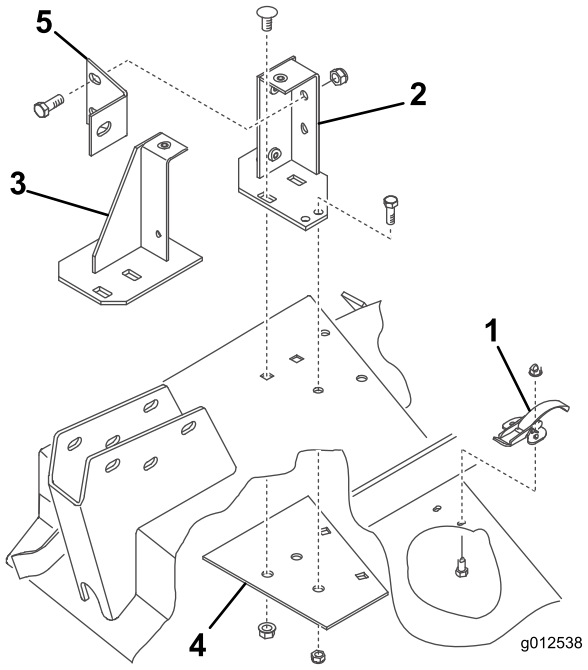

Figura 9
1. Retire las fijaciones que sujetan el cerrojo de gancho de la cubierta de la carcasa derecha a la parte derecha de la unidad de corte (Figura 9). Retire y guarde el enganche para su uso futuro con la carcasa derecha.
2. Coloque el soplador y los soportes de montaje en la carcasa, alinee los orificios de montaje con los taladros que usó anteriormente para montar el deflector de hierba. Figura 9 se muestra con el soplador retirado de los soportes. Asegúrese de que no hay holgura entre el soplador y la carcasa de corte.
3. Coloque la nueva chapa de refuerzo bajo la carcasa alineando los orificios de montaje con los taladros que usó anteriormente para montar el deflector de hierba (Figura 9).
4. Monte los soportes delanteros y traseros y la chapa de refuerzo en la carcasa con los 2 pernos de cuello cuadrado que retiró anteriormente (3/8 -16 x 7/8") y las tuercas con arandela prensada (Figura 9). Las cabezas de los pernos deben estar en la parte superior de la carcasa.
7. Sujete los soportes y la chapa de refuerzo a la carcasa con pernos (5/16-18 x 3/4") y contratuercas (Figura 9). Las cabezas de los pernos deben estar en la parte superior de la carcasa.
8. Monte el refuerzo del soplador en el soporte de montaje trasero con 2 pernos (3/8-16 x 1") y contratuercas (Figura 9) y el brazo de la rueda giratoria con un perno (3/8-16 x 1").